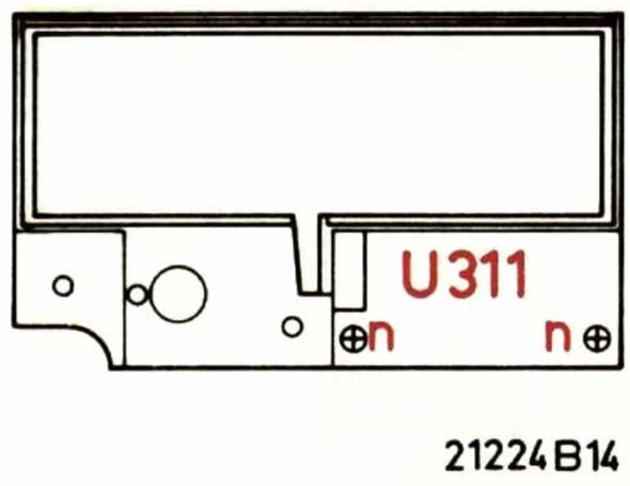

Fig. 11
- Verwijder 2 schroeven "n" op achterzijde FL meter unit (Fig. 11).